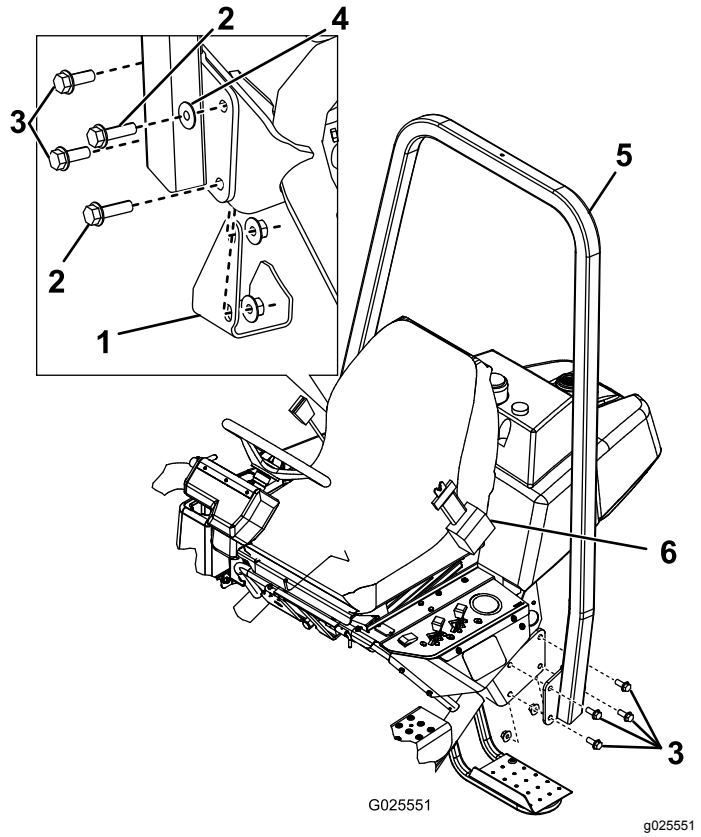

Figur 6
2. Sänk ned vältskyddets ram (Figur 6) på monteringsfästena och passa in den efter monteringshålen.
3. Sätt fast den vänstra sidan av störtbågen på monteringsfästet med fyra skruvar (1/2 x 1,5 tum) och låsmuttrar (Figur 6).
4. Sätt fast den högra sidan av störtbågen och domkraftsplattan som du tog bort tidigare vid monteringsfästet med två skruvar (1/2 x 1,5 tum), två skruvar (1/2 x 1,75 tum), en bricka och låsmuttrar i enlighet med Figur 6.
Viktigt: **Se till att du monterar brickan på rätt plats i enlighet med Figur 6.**